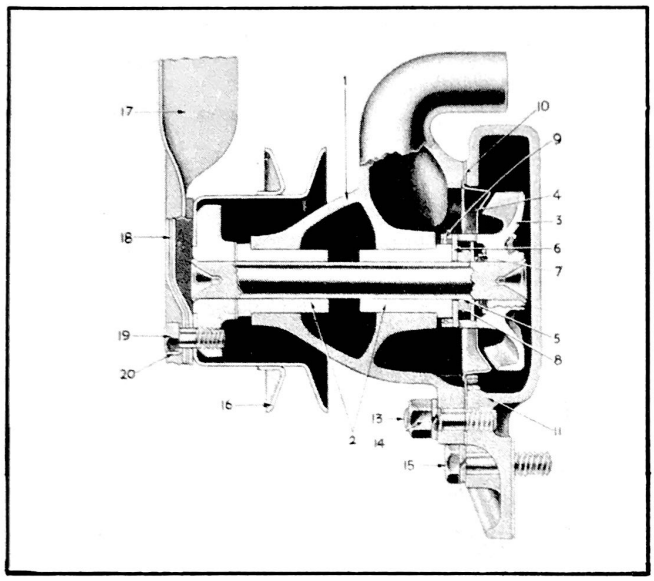

Figure 89 - Water Pump
WATER PUMP CONSTRUCTION. A packless, centrifugal six vane pressure water pump, Fig. 89, is used on all models. A shaft seal compression spring is incorporated which holds the seal snugly against the shaft at all times.
13. Disassemble the water pump impeller assembly by taking out the seal retaining spring. (No.9) Fig. 89, seal thrust washer (No.6) shaft seal (No.5) seal retainer (No.8); and seal compression spring (No.7).